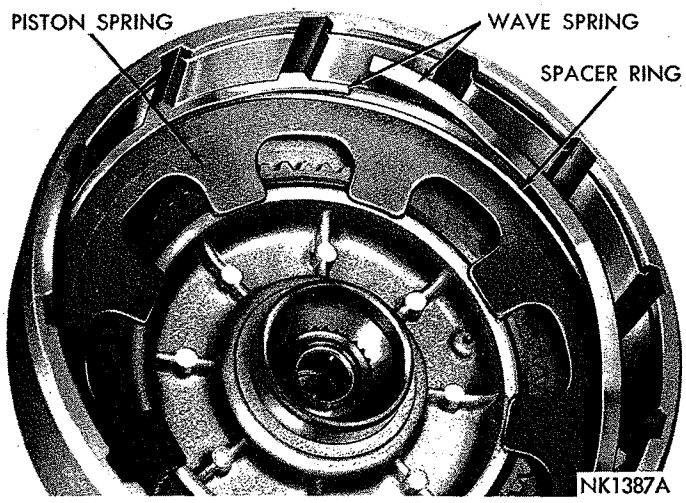

*Fig. 88—Installing Rear Clutch Spring, Spacer Ring and Wave Spring*
(1) If removed, press input shaft into piston retainer and install snap ring.
(2) Lubricate and install inner and outer seal rings on clutch piston. Make sure lip of seals face toward head of clutch retainer, and are properly seated in piston grooves.
(3) Place piston assembly in retainer and, with a twisting motion, seat piston in bottom of retainer.
(4) Place clutch piston spring and spacer ring on top of piston in clutch retainer, make sure spring and spacer ring are positioned in the retainer recess. Start one end of wave spring in retainer groove (Fig. 88), then progressively push or tap spring into place making sure it is fully seated in the groove.
(5) Install inner pressure plate in clutch retainer
(1) If removed, press input shaft into clutch piston retainer and install snap ring.
(3) Place piston assembly in retainer and, with a twisting motion, seat piston in bottom of the retainer.
(4) Position clutch retainer over piston retainer splines and support the assembly so clutch retainer remains in place.
(5) Place clutch piston spring and spacer ring on top of piston in clutch retainer, make sure spring and spacer ring are positioned in the retainer recess. Start one end of wave spring in retainer groove (Fig. 88), then progressively push or tap spring into place making sure it is fully seated in the groove.
(6) Install inner pressure plate in clutch retainer with raised portion of plate resting on the spring.
(7) Lubricate all clutch plates, install one lined plate followed by a steel plate until all plates are installed. Install outer pressure plate and snap ring.
(8) Measure rear clutch plate clearance by having an assistant press downward firmly on outer pressure